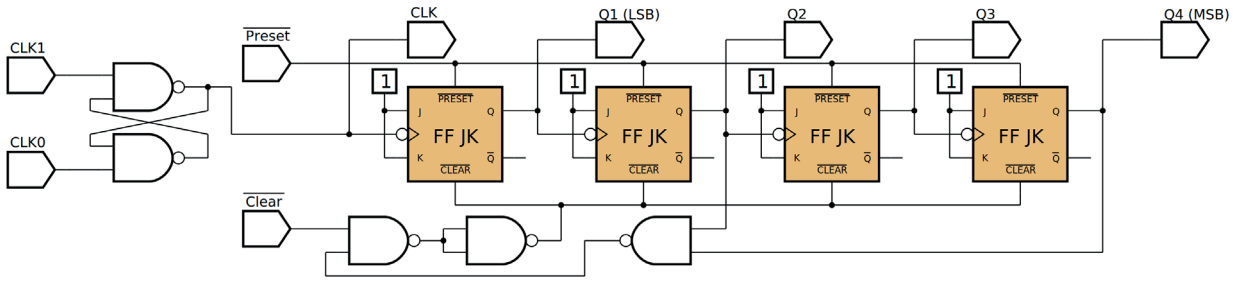

Figura 10.9 – Diagrama esquemático.
4. Utilize um programa de simulação em computador (SmartSim, Atanua, Qucs) faça a simulação do circuito da figura 10.9. Compare os resultados com a tabela 10.2.